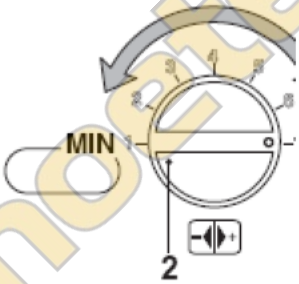

рис. 7.9
• Установите ручку настройки котла 2 на максимум (см. рис. 7.9) и проверьте значение **CO2**.